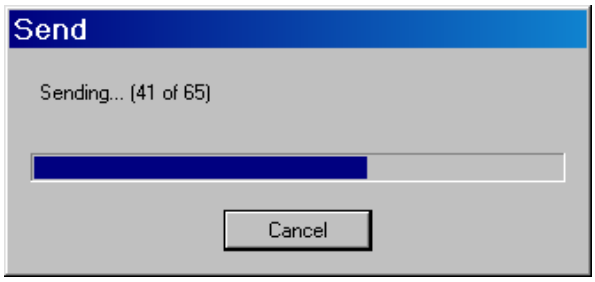
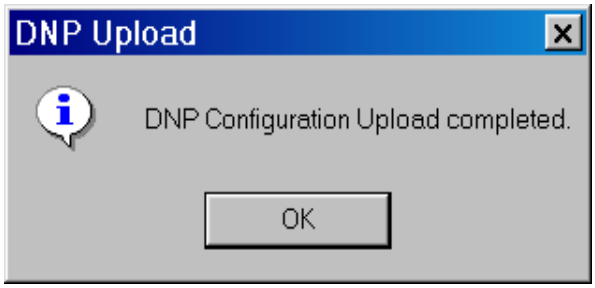

Figure C-4 Send Dialog Screen
Figure C-5 DNP Upload Confirmation Screen
c. Select the file to be opened, then select Open. TapTalk will initiate the file transfer as indicated by the "Send" dialog screen (Figure C-4), followed by a "DNP Upload" confirmation screen (Figure C-5).